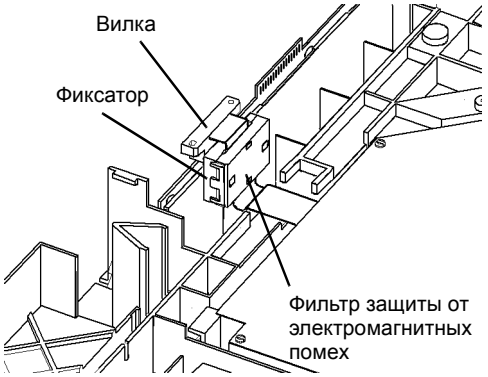

Рисунок 2 Выньте жгут ROS из зажима
7. Выньте жгут ROS из фильтра электромагнитных помех (Рисунок 2).